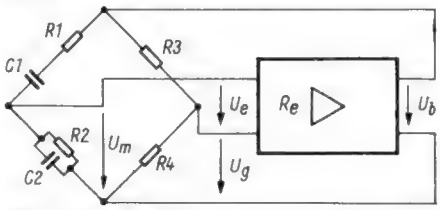

*Bild 2. Darstellung der verwendeten Wien-Robinson-Brücke mit den zugehörigen Spannungen*
Die Bundesanstalt für Flugsicherung hat zum gründlichen Studium aller Zusammenhänge im Rhein-Main-Flughafen Frankfurt a. M. einen Telefunken-Rechner TR 4 (*Bild 2*) aufgestellt. Hier soll eine Art Modell für die Umwandlung der bei den Flughäfen vorhandenen örtlichen Flugverkehrskontrollstellen zu acht Regionalkontrollstellen entstehen. Der Rechner TR 4 in Frankfurt hat einen Fernschreibverteiler zum simultanen Betrieb von bis zu 128 Kanälen. Die Rechenanlage ist daher mit allen wichtigen Außenstellen direkt verbunden. Von dort erhält er die Informationen, vornehmlich die Flugpläne, und versorgt auch andere Zentralen mit den nötigen Kontrollstreifen. *Bild 3* zeigt einen solchen vom Rechner erstellten und vom Ausgabegerät gedruckten Streifen. Die Anlage wurde am 12. November 1964 von Bundesverkehrsminister Seebohm dem Versuchsbetrieb übergeben, nachdem sie schon vorher längere Zeit getestet wurde. Die Erfassung und elektronische Verarbeitung der einlaufenden Daten bis hin zum Ausdrucken des Streifens bedeutet für den Fluglotsen bereits eine erhebliche Erleichterung.
*Rechts: Bild 2. Rechenzentrum im Rhein-Main-Flughafen bei Frankfurt mit einem Telefunken-TR-4-Rechner*
Unter den verschiedenen Schaltungen zum Erzeugen sinusförmiger Spannungen bieten RC-Generatoren besondere Vorteile. Sie besitzen trotz einfachen Aufbaus hohe Frequenz- und hohe Amplitudenkonstanz, weiten Frequenzbereich und niedrigen Klirrfaktor. Sehr gut bewährten sich dabei Schaltungen, die als frequenzbestimmendes Glied eine Wien-Robinson-Brücke enthalten. Das Prinzip eines solchen Generators ist in *Bild 2* dargestellt.
Im Emitterzweig des Transistors T 1 liegt eine Glühlampe. Sie dient zum Stabilisieren der Ausgangsspannung. Wird nämlich infolge verstärkter Mitkopplung die Brückenspannung $U_b$ größer (vgl. Bild 2), so steigt die Gegenkopplungsspannung $U_g$ mehr als proportional an. Dadurch wird die Eingangsspannung $U_e$ des Verstärkers verringert und somit die Brückenspannung zurückgeregelt. Die Glühlampe stabilisiert also infolge der nichtlinearen Kennlinie die Ausgangsamplitude des Wien-Generators [2].